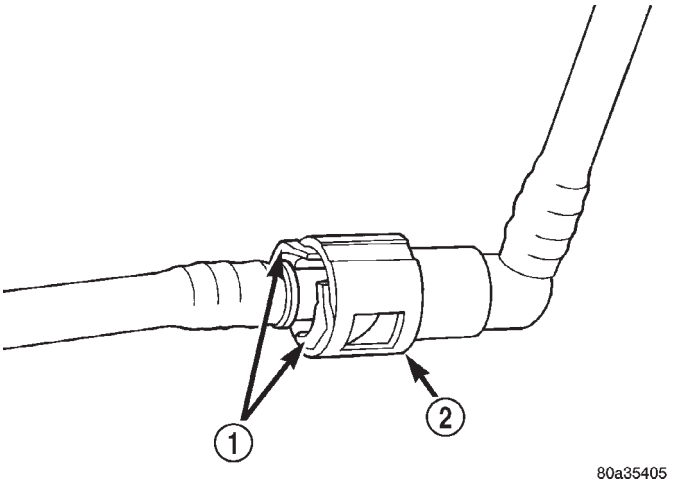

Fig. 48 TYPICAL 2–TAB TYPE FITTING
(6) **Two-Tab Type Fitting:** This type of fitting is equipped with tabs located on both sides of fitting (Fig. 48). The tabs are supplied for disconnecting quick-connect fitting from component being serviced.
(a) To disconnect quick-connect fitting, squeeze plastic retainer tabs (Fig. 48) against sides of quick-connect fitting with your fingers. Tool use is not required for removal and may damage plastic retainer.